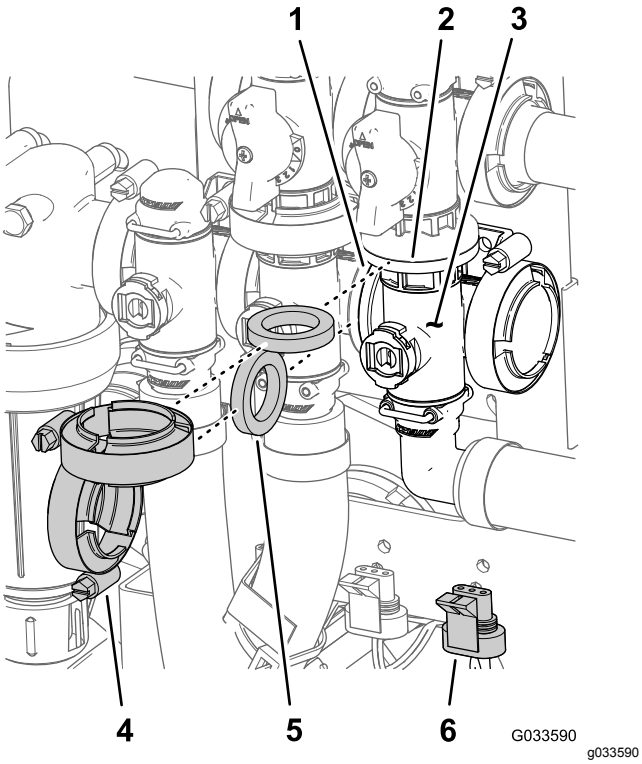

Figur 102
1. Fjern flensklemmene og pakningene som fester manifolden for hovedbomventilen (Figur 102) til omløpsventilen for hovedbommen, risteventilen og 90 graders flensvinkelrøret (på enden av slangen til strømningsmåleren).